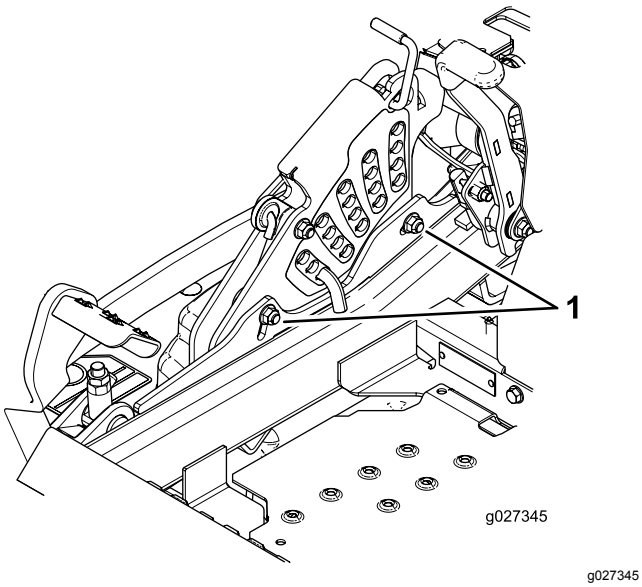

Figur 109
11. Lossa de två skruvarna längst ned på klipphöjdsplattan för att justera enkelpunktssystemet (Figur 109).
13. Dra åt de två skruvarna som sitter längst ner på klipphöjdsplattan (Figur 109).